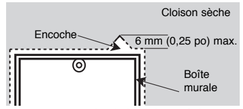

Figure 1 : Encoche de la cloison sèche
2. À l'aide d'un couteau ou une scie à découper, faire une encoche (~6 mm [0,25 po]) dans la cloison sèche au-dessus du coin droit supérieur de la boîte murale (voir la figure 1)